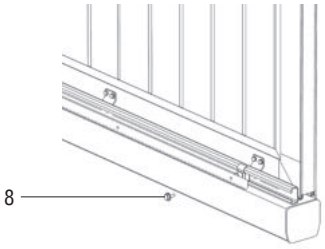

Рисунок 6
7. З крепите зубч тые рейки н крепежных узл х с помощью болтов (8) (рисунок 6).